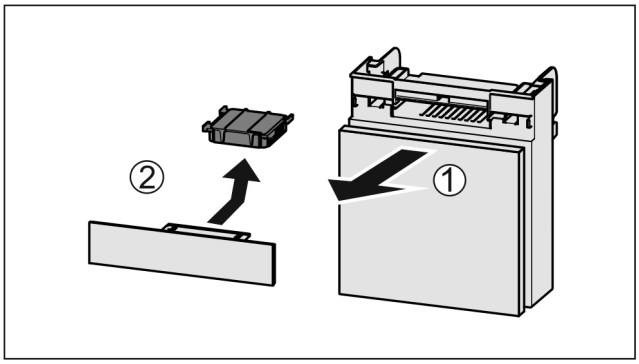

Fig. 132
▶ Extrageți *Fig. 132 (1)* compartimentul către înainte.
▶ Scoateți *Fig. 132 (2)* filtrul de cărbune activ.